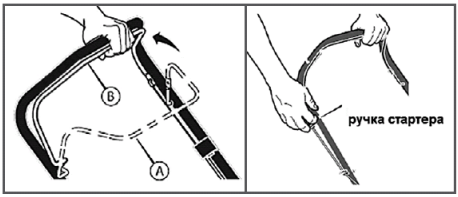

Рис. 7 Запуск двигателя
2. Встаньте позади газонокосилки и нажмите на рычаг остановки двигателя (Рис.7 положение B) левой рукой, правой рукой возьмите ручку стартера (Рис.7).
Для остановки двигателя отпустите рычаг остановки двигателя (Рис.7 положение А).